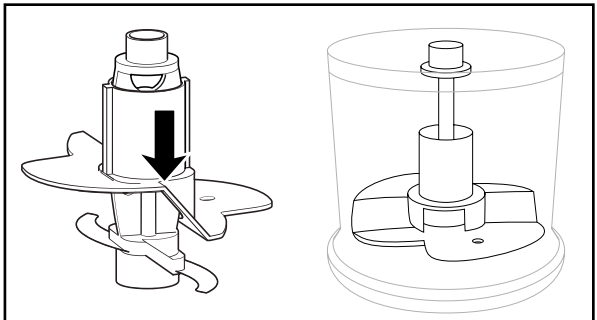

Abb. 1
1) Setzen Sie die Schüssel ❻ in den Standfuß ❾.
2) Schieben Sie den Quirlaufsatz ⓫ auf den Messerhalter ❺:
– Für 100 ml Sahne stecken Sie ihn so auf den Messerhalter ❺, dass der Quirlaufsatz ⓫ auf beiden Messern ❼ aufliegt und einrastet (Abb.1):